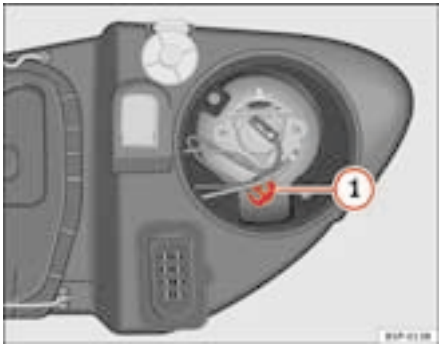

Fig. 166 Side lights
– Extract the lamp holder ⇒ fig. 166 (1) outwards.